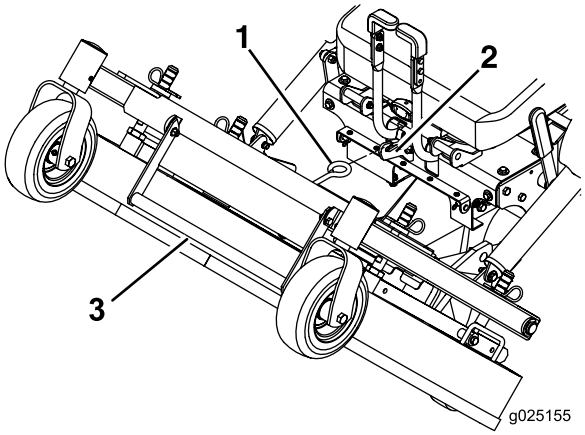

Bild 22
6. Heben Sie das Mähwerk mit dem Hubhebel des Mähwerks an und arretieren es in der angehobenen Stellung (Riegel befindet sich vorne in der Mitte des Sitzes) (Bild 22).
1. Halten Sie den Hubhebel des Mähwerks fest, haken Sie den Riegel des Mähwerks von der Maschine aus und senken das Mähwerk langsam auf den Boden ab (Bild 22).